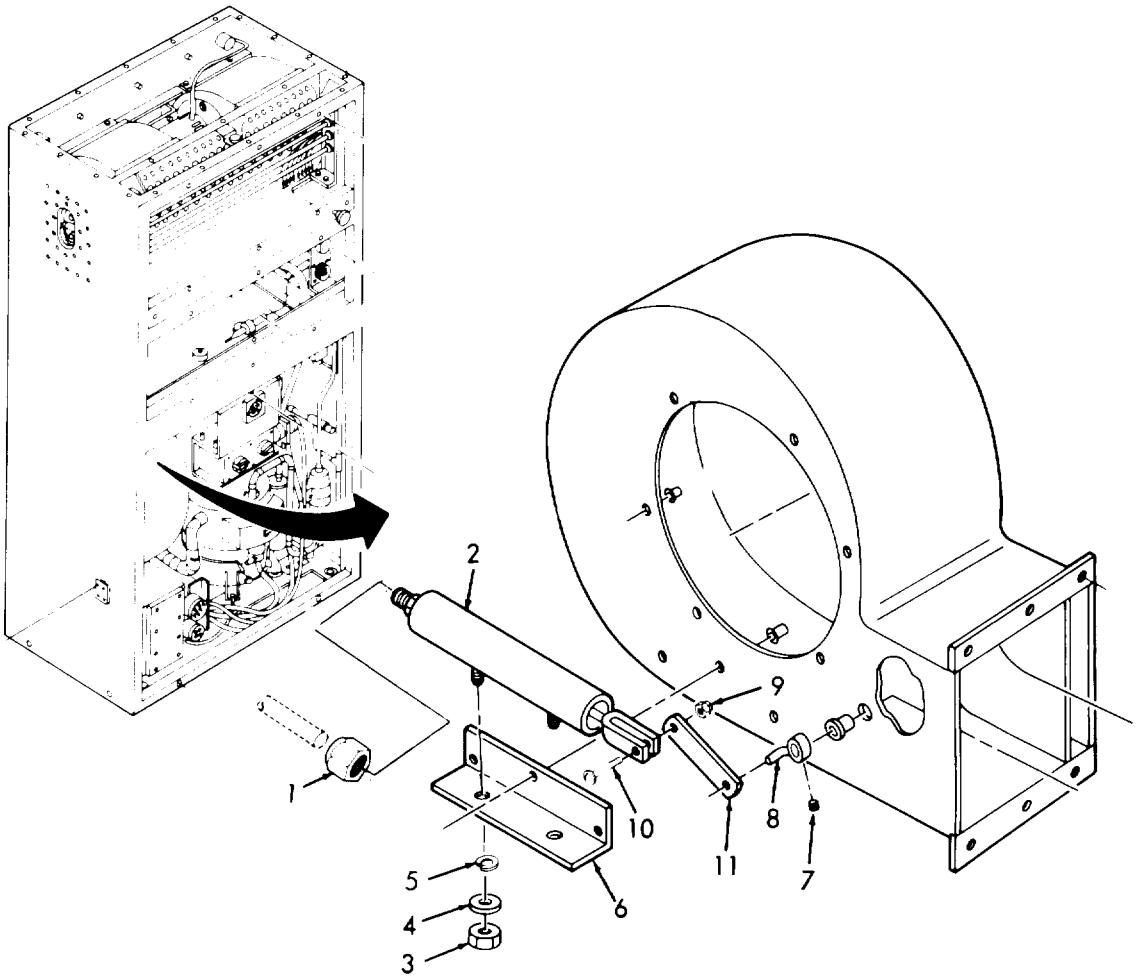

Figure 5-5. Damper Actuator.
(1) Install Iever (11), screw (10), and lock nut (9) onto actuator (2).
(2) Install actuator arm (8) on damper shaft and actuator (2). Refer to Figure 5-5 and position actuator arm (8) as indicated.
(3) Tighten set screw (7) on arm (8).
(4) Secure damper actuator (2) to bracket (6) with two flat washers (4), two lock washers (5), and two nuts (3) but do not tighten.
(5) Secure flare nut (1) to damper actuator (2).
(6) Move damper actuator (2) until damper is in fully closed position and then tighten actuator mounting hardware.
(7) Leak test area around flare nut (1) (See para. 5-10).
(8) Replace filter/dryer dehydrator (See para. 5-15).
(9) Evacuate the refrigeration system (See para. 5-11).
(10) Charge the refrigeration system (See para. 5-12).
(11) Replace front panel (See para. 4-20).